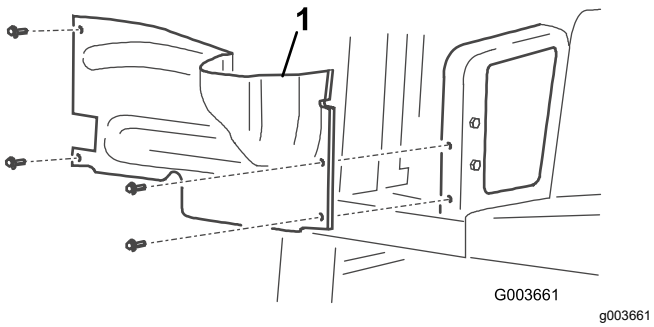

Figura 2
7. Îndepărtați cele 4 șuruburi care fixează suportul de roată dreapta pe cadru și îndepărtați suportul (Figura 2).